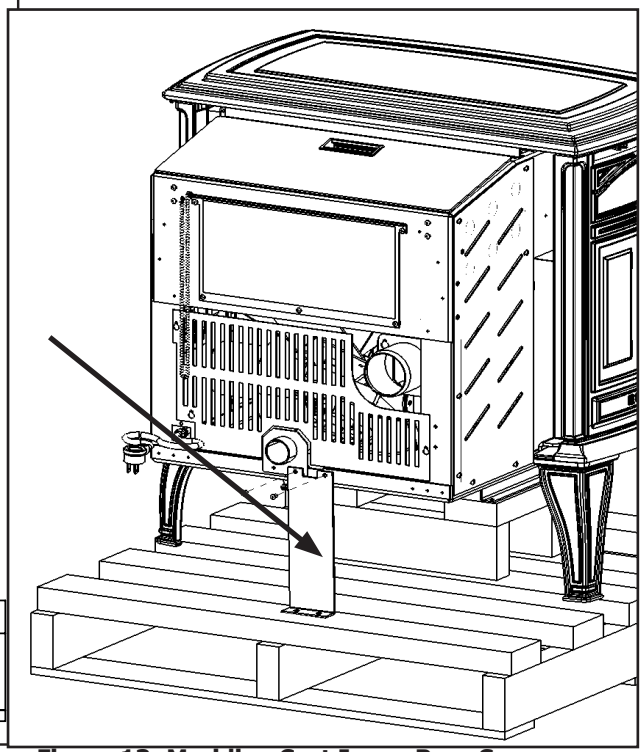

Figure 13: Meridian Cast Iron - Rear Screws
To remove your new stove from its pallet, remove the four (4) screws securing the bottom to the pallet using a 3/8" socket or wrench (see 12). Next, remove the two (2) screws securing the rear shipping brace using a T20 screwdriver (see Figure 13) The steel shipping brackets are not part of the stove and can be recycled. Once the stove is removed from the pallet the four bottom screws must be re-installed to seal the firebox. Re-install the two rear screws as well.
Table 1: Use in conjunction with Figure 13 for allowable exterior vent termination locations.